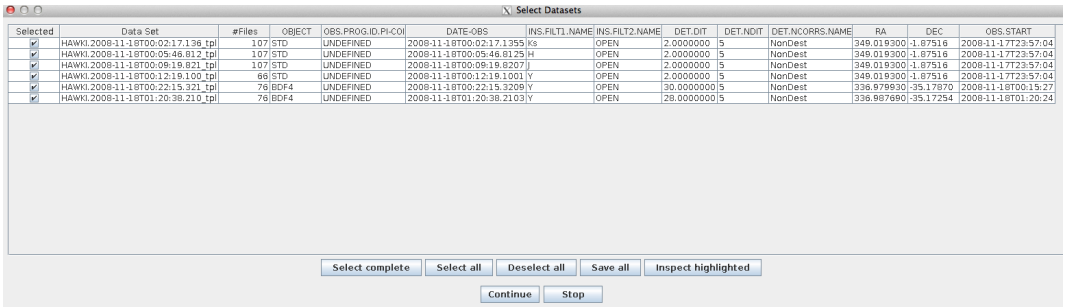

Figure 6.3: *The "Select Datasets" pop-up window.*
7. The `Data Set Chooser` actor will be highlighted next and will display a "Select Datasets" window (see Figure 6.3) that lists the datasets along with the values of a selection of useful header keywords[5]. The first column consists of a set of tick boxes which allow the user to select the datasets to be processed. By default all complete datasets which have not yet been reduced will be selected. A full description of the options offered by the `Data Set Chooser` will be presented in Section 8.3.2.
The DataSetChooser displays the DataSets available in the “Select Data Sets” window, activating vertical and horizontal scroll bars if necessary (Fig. 6.3).